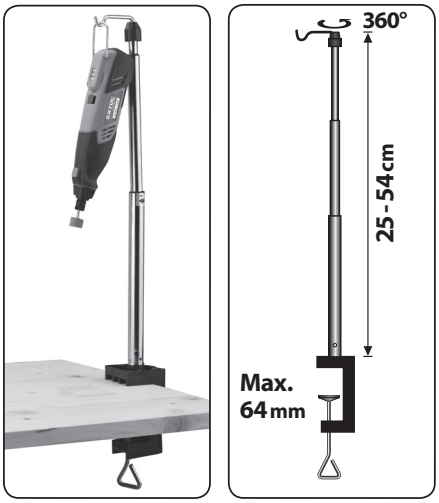

Abb. 3
- Die Akku-Minischleifmaschine kann dank der Öse am Ständer aufgehängt werden, siehe Abb. 3.